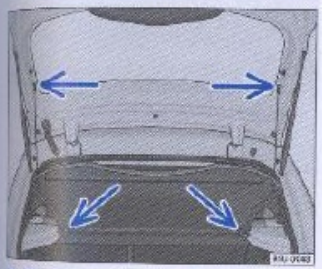

Fig. 90 Cubierta del maletero Desmontaje y montaje
– Desprenda los cordones del soporte ⇒ fig. 90 -setas superiores- de la tapa del maletero.
– Remueva la cobertura de sus soportes laterales ⇒ fig. 90 -setas inferiores-, tirando hacia la trasera del vehículo.
– Empuje la cubierta hacia adelante, introduciéndola en sus soportes laterales ⇒ fig. 90 -flechas inferiores-.
– Encastre los cordones ⇒ fig. 90 -flechas superiores- de la tapa del maletero.